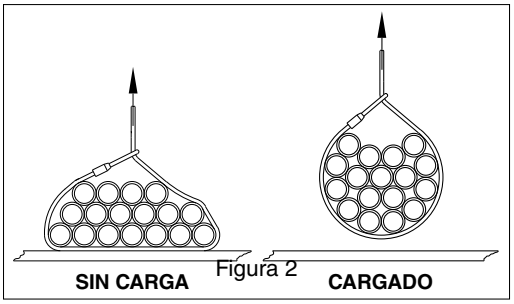

Figura 2
2. Antes de instalar la grapa para atados, aplique una carga inicial izando el paquete y quitando el soporte para producir un enlace ajustado. Repita la operación todas las veces que sea necesario hasta que el atado esté en la posición más compacta posible (ver Figura 2, Cargado)